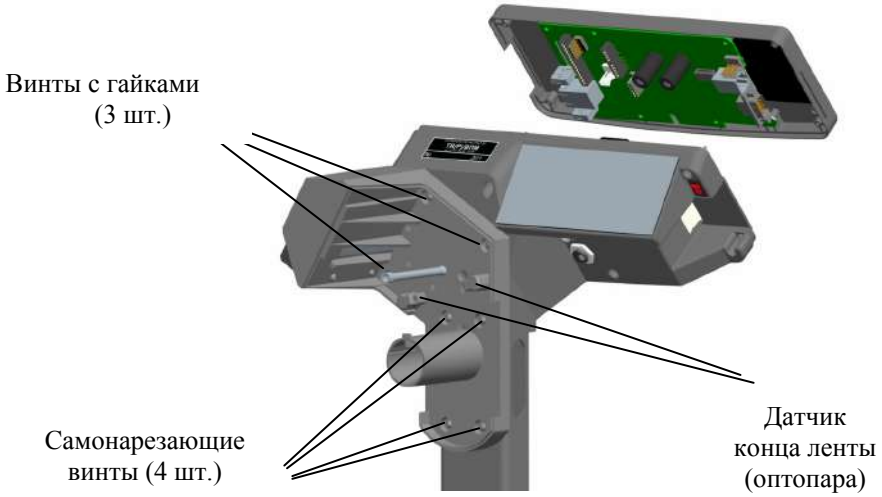

Рис. 7.15 - Датчики конца ленты
7.6.3.9.3 Отвинтить семь винтов крепления корпуса печатающего устройства (Рис. 7.15).